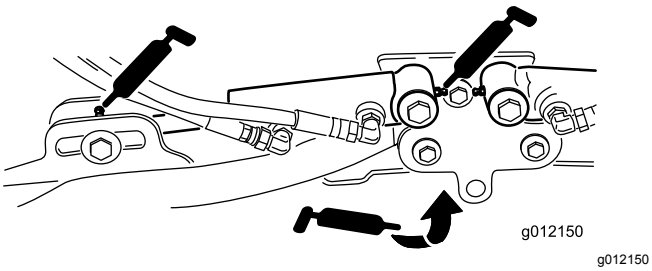

**Figur 76**
- Klippeenhedens løftearmscylindere (2 hver) (Figur 76)
- Løftearmenes drejetapper (1 hver) (Figur 76)